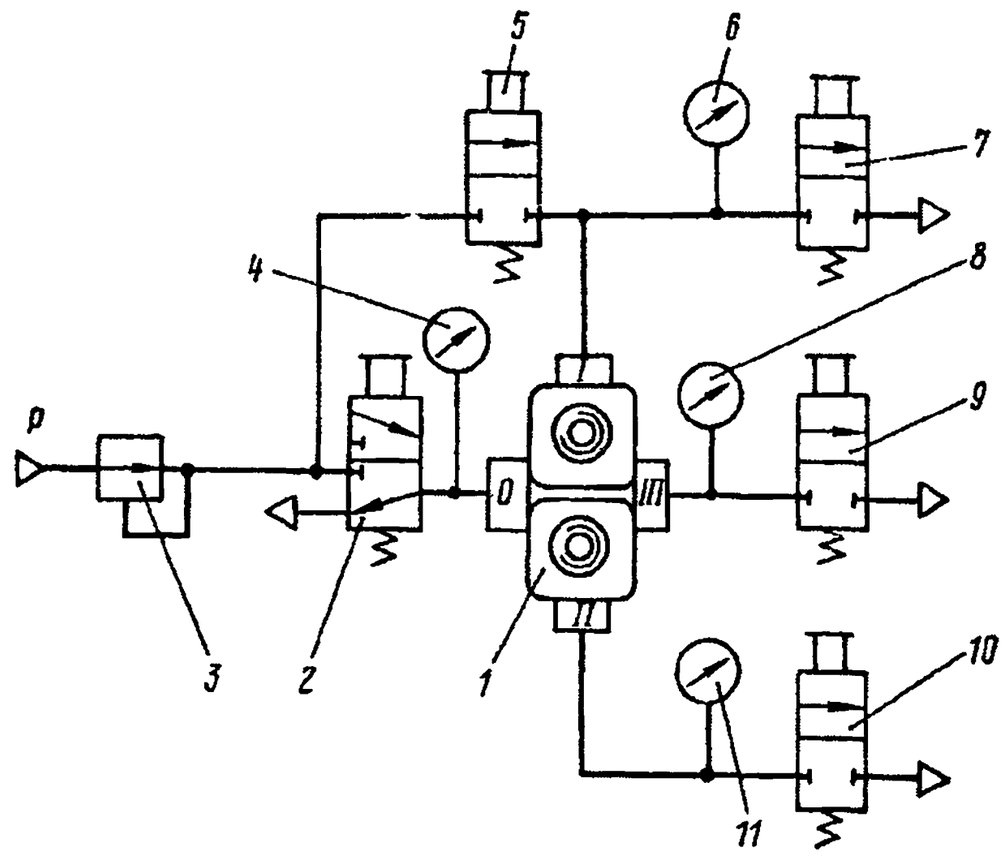
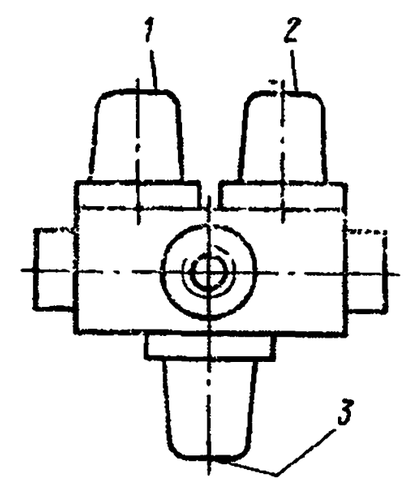

Рис. 304. Схема подключения тройного защитного клапана при проверке на работоспособность и герметичность:
Рис. 305. Расположение регулировочных винтов тройного защитного клапана:
1. Подключите клапан по схеме, изображенной на рис. 304, и снимите защитные колпачки.
2. Отрегулируйте работу контуров I и II. Включите кран *2*. Установите редуктором на манометре *4* давление 549,4 кПа (5,6 кгс/см²). Медленно выворачивайте регулировочный винт *A* (рис. 305) до тех пор, пока манометр *6* (см. рис. 304) не начнет показывать давление. Медленно выворачивайте регулировочный винт *B* (см. рис. 305) до тех пор, пока манометр *11* (см. рис. 304) не начнет показывать давление.
4. Отрегулируйте работу контура III. Установите редуктором *3* на манометре *4* давление 499,8 кПа (5,1 кгс/см²). Выключите кран *2*, включите краны *7* и *10*. Включите кран *5*. Медленно выворачивайте регулировочный винт *C* (см. рис. 305) до тех пор, пока манометр *8* не начнет показывать давление.